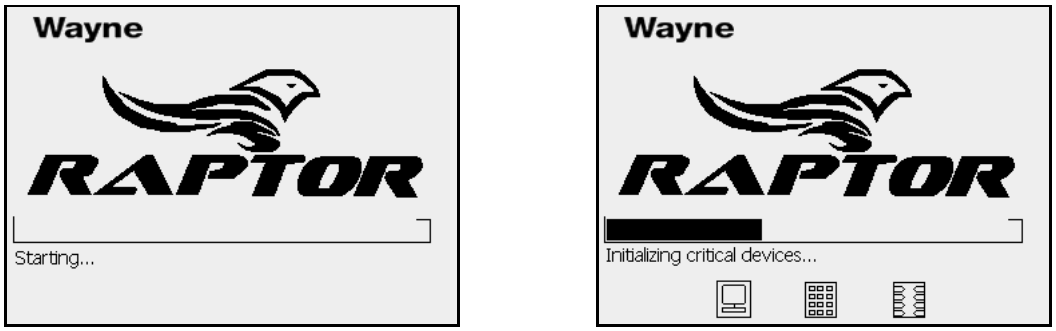

Figure 13-4 Dispenser Start and Initialization
3. The screens shown in Figure 13-4 are then displayed as the dispenser software starts and initializes basic devices.